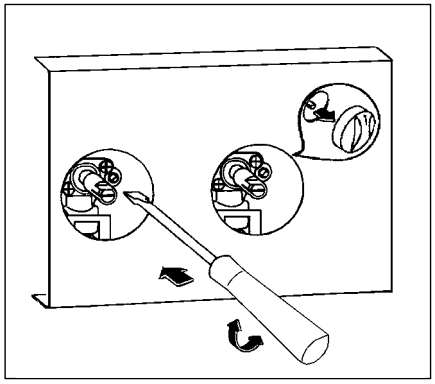

fig. 20
4. Dévissez ou vissez la vis pointeau (qui se trouve à droite de l'axe du robinet fig. 20) jusqu'à l'obtention d'une flamme très courte mais stable pour le gaz naturel. Pour le gaz butane - propane, vissez totalement la vis dans le sens des aiguilles d'une montre sans forcer.